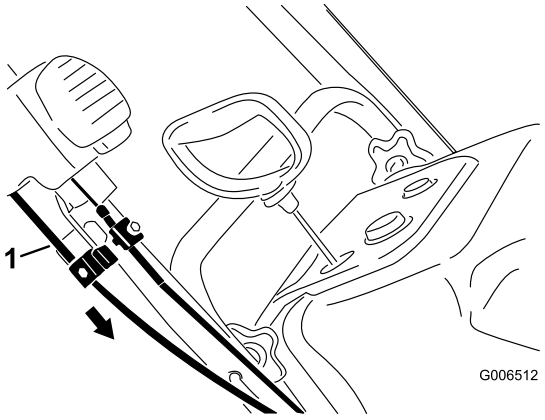

Рисунок 41
4. Удерживая желоб направленным строго вперед, потяните вниз оболочку нижнего троса так, чтобы устранить провисание троса, и затем надежно затяните винт зажима нижнего троса(Рисунок 41).